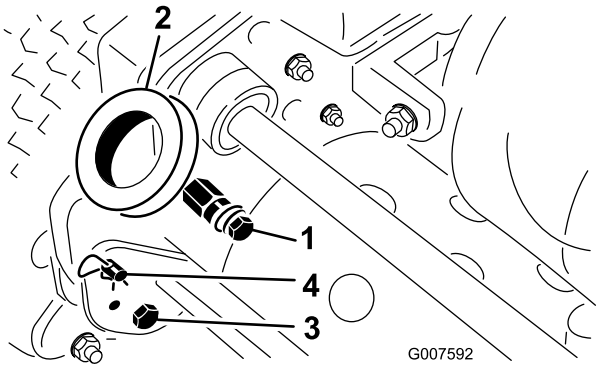

Figur 2
1. Afmonter boltene og låsemøtrikkerne, der fastgør bunden af håndtagets arme til hver side af plæneklipperen (Figur 2).
2. Afmonter låseclipsene og ringpindene, der fastgør håndtagets arme til stellets bagende (Figur 2).
3. Sæt håndtagets ender gennem hullerne i håndtagsarmene, og juster hullerne ind efter monteringstapperne (Figur 2).
1. Fjern låseclipsene fra ringpindene på hver side af plæneklipperen (Figur 2).
2. Fjern ringpindene fra hver side, mens du understøtter håndtaget, og hæv eller sænk håndtaget til den ønskede betjeningsposition (Figur 2).